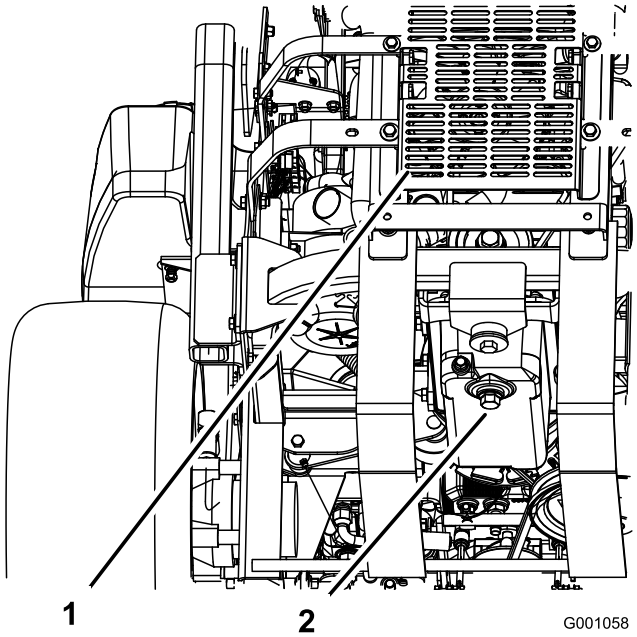

Figur 47
5. Ställ ett kärl under avtappningsröret. Ta bort avtappningspluggen och låt oljan tömmas ut helt (Figur 47).